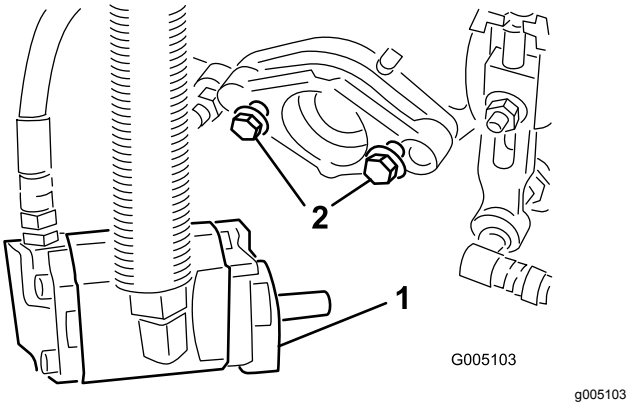

**Figuur 10**
6. Laat ongeveer 13 mm draad uitsteken op de montagebouten van de aandrijfmotoren (Figuur 10).
9. Draai de montagebouten vast (Figuur 10).